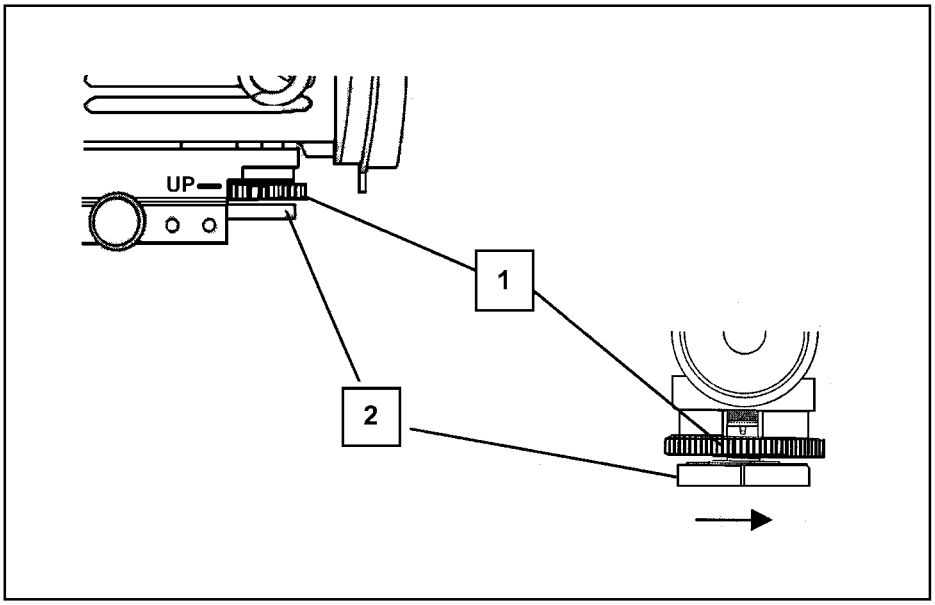

Figure G-34. Rotation of the elevation adjustment dial.
a. **Elevation Adjustment Dial**. The elevation adjustment dial is used for zeroing the telescope to the weapon. The dial can only be rotated when the silver lock (1) is moved to the UP position. Turning the elevation adjustment dial (2) counterclockwise in the direction of the arrows one click moves the point of impact up 2.5 mm at 10 meters. Turning the elevation adjustment dial (2) clockwise (opposite direction to the arrow) one click moves the point of impact down 2.5 mm at 10 meters. Ensure that the silver lock (1) is moved down to prevent any further movement of the elevation adjustment dial (Figure G-34).